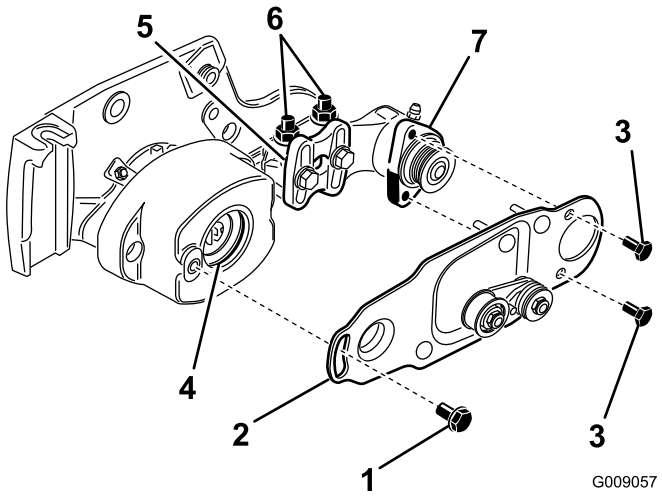

Figura 17
7. Retire los 2 tornillos de caperuza que sujetan la placa de pivote del cepillo del rodillo al alojamiento del cojinete (Figura 17).
8. Retire el perno de cuello largo que sujeta la placa de pivote del cepillo del rodillo al alojamiento del cojinete (Figura 17).
9. Retire la placa de pivote con el conjunto de la polea tensora todavía acoplado (Figura 17).